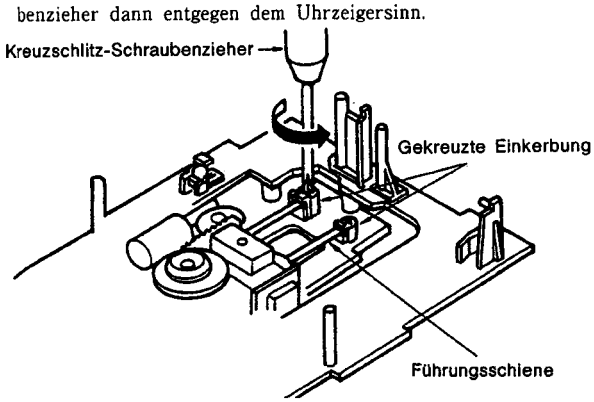

Abb. 7
4. Ausbau des Aufnehmers (Abb. 7)